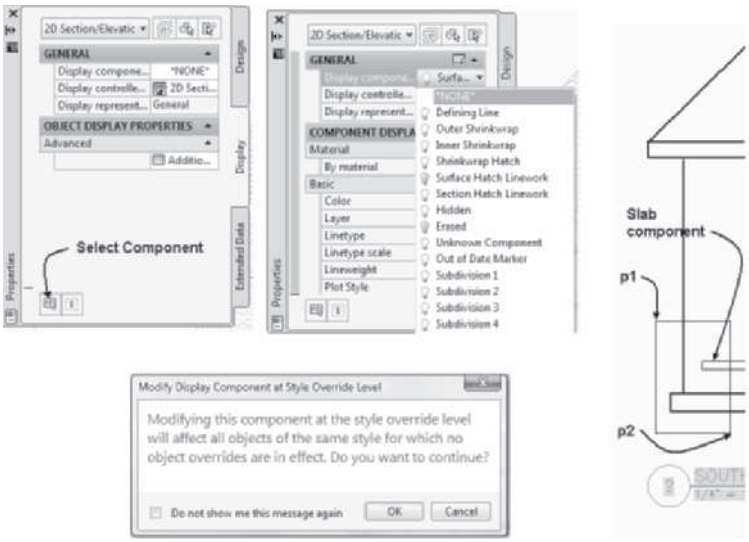

FIGURE 12.72 *Slab component displayed in elevation*
17. In this step the display of surface hatch will be turned off to enhance editing. Select the South Elevation, right-click, and choose Properties. Choose the Display tab of the Properties palette. Click the **Select Component** button, shown in Figure 12.72, of the Display tab. Select the brick surface hatch of the elevation. In the Display component field toggle off the light bulb for the Surface Hatch Linework component as shown in Figure 12.72. Choose OK in the Modify Display Component at Style Override Level to apply the setting to the 2D Section/Elevation style.
`Specify first corner:` *`(Select a point near`* `p1` *`as shown in Figure 12.72.)`*
`Specify opposite corner:` *`(Select a point near`* `p2` *`as shown in Figure 12.72.)`*